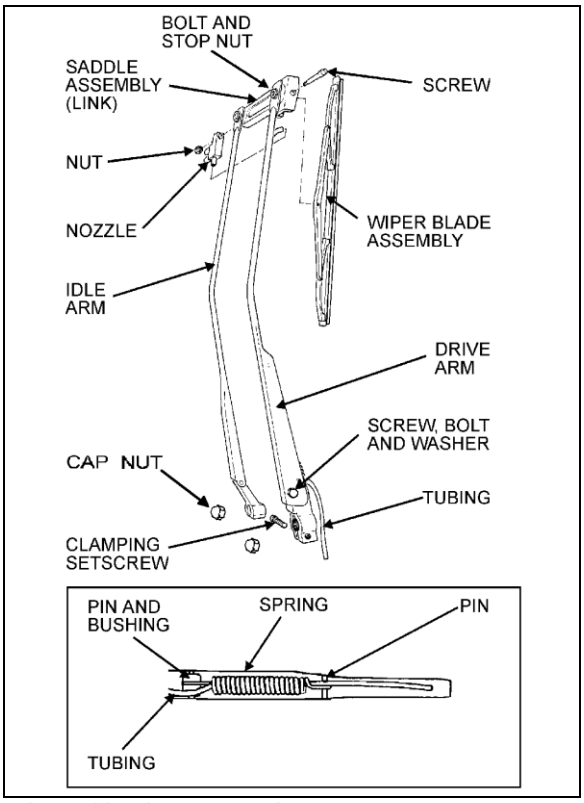
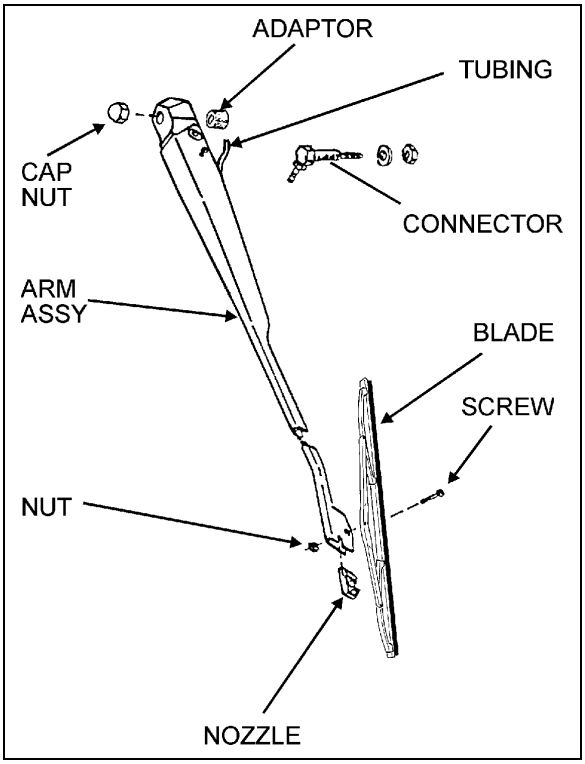

FIGURE 38: LOWER WINDSHIELD WIPER 23086
FIGURE 39: UPPER WINDSHIELD WIPER **23087**
1. Remove the cap nuts from the wiper arm pivot shafts (Figure 38 & Figure 39);